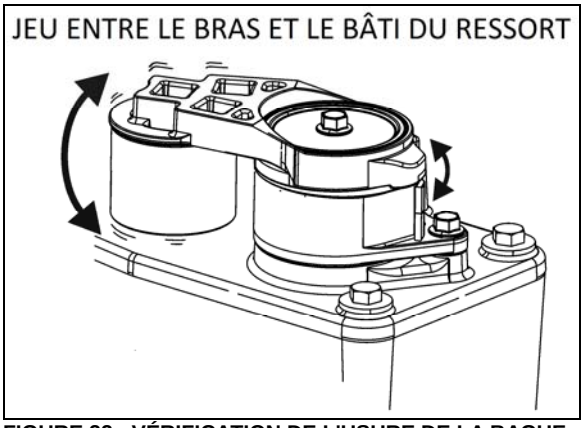

FIGURE 22 : VÉRIFICATION DE L'USURE DE LA BAGUE
2. Relever le bras du tendeur automatique de courroies et vérifier s'il y a un jeu entre le bras et le logement de ressort (**FIGURE 22**).